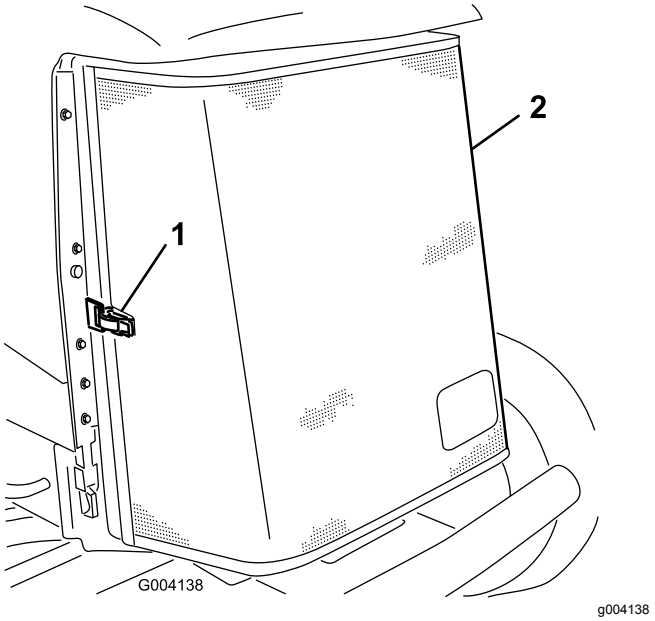

Figur 48
3. Lås klemmen op, og drej kølergitteret for at åbne det (Figur 48).